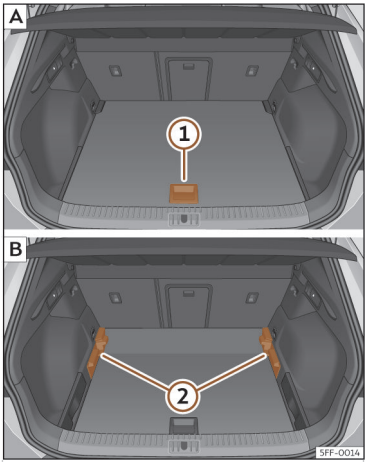

Abb. 177 Variabler Gepäckraumboden: A Hochstellung; B Tiefstellung.
- Um von der niedrigen in die hohe Position überzugehen, heben Sie den Boden am Haltegriff ››› **(Abb. 177)** ① an und ziehen Sie ihn nach hinten, bis der vordere Teil des Bodens vollständig über den Halterungen ② liegt.
- Den Gepäckraumboden nun bis zum Anschlag an den Rücksitzlehnen nach vorne schieben und mit Hilfe des Haltegriffs ① absenken.
- Um von der hohen in die niedrige Position überzugehen, heben Sie den Boden am Haltegriff ››› **(Abb. 177)** ① an und ziehen Sie ihn nach hinten, bis der vordere Teil des Bodens vollständig über den Halterungen ② liegt.
- Den vorderen Teil auf den Boden absenken und diesen bis zum Anschlag an den Rücksitzlehnen nach vorn verschieben und dabei den Boden gleichzeitig mit Hilfe des Haltegriffs ① absenken.
- Bei einem variablen Boden in hoher Position diesen am Haltegriff anheben ››› **(Abb. 177)** ①, daran ziehen und in Richtung der Rücksitzlehne bewegen bis der Boden an der Scharnierlinie eingeklappt wird und sich der bewegliche Teil des Bodens auf diesem befindet.